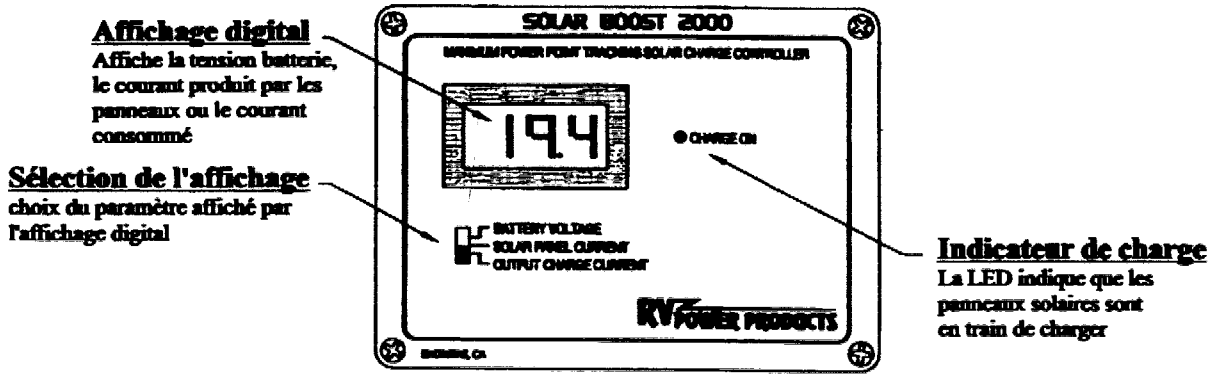

Figure 1
- Figure 1 Vue de la face avant du régulateur 5
L'affichage digital de haute précision consomme peu d'énergie et fonctionne en permanence de sorte qu'il est toujours utilisable. Comme l'indique la Figure 1, l'affichage peut être sélectionné de façon à afficher le Courant des Panneaux Solaires (Solar Panel Current, SPC), le Courant de Charge en Sortie (Output Charge Current, OCC) ou la Tension de la Batterie (Battery Voltage). Le Courant des Panneaux Solaires est le courant en ampères produit par les panneaux , tandis que le Courant de Charge en Sortie est le courant en ampères à la sortie du Solar Boost 2000. Quand le système MPPT est activé, le Courant de Charge en Sortie est supérieur à celui des panneaux solaires. Si les conditions de fonctionnement sont telles que le courant délivré par les panneaux est insuffisant pour que le système MPPT fonctionne, il se peut que le Courant de Charge en Sortie soit de 0,1A inférieur au Courant des Panneaux Solaires. Ceci est normal puisque le Solar Boost 2000 consomme environ 0,09A pour fonctionner lorsque les panneaux chargent. Lorsque ceux-ci ne rechargent pas la batterie, la consommation est quasi nulle, approximativement 0,017A.